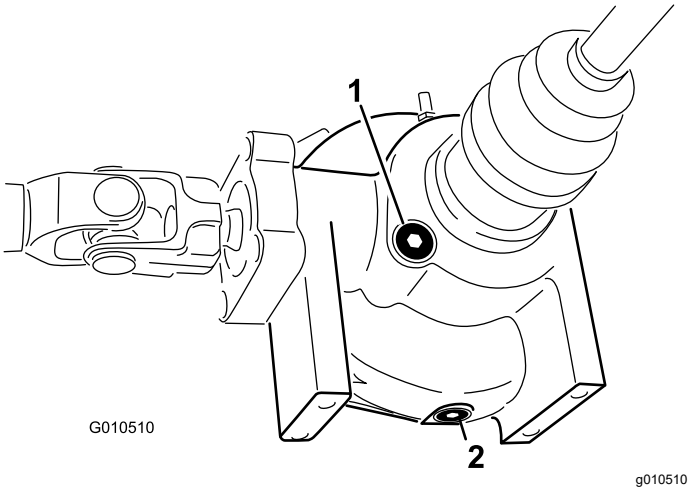

**Figur 43**
4. Rengör området runt påfyllnings-/kontrollpluggen på differentialens sida (Figur 43).
4. Gör rent runt avtappningspluggen på differentialens ena sida (Figur 43).